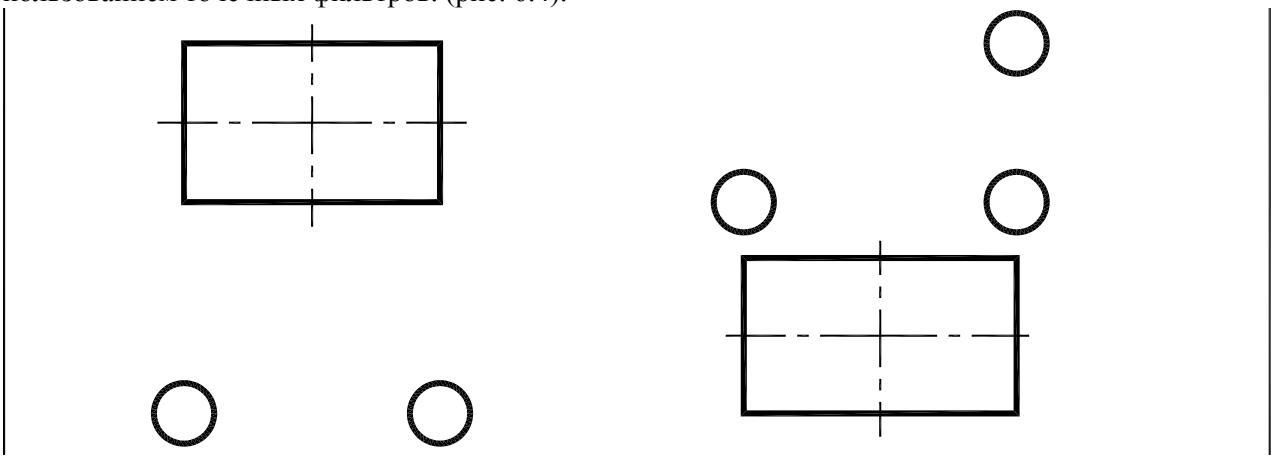

Рис. 6.4. Окружности, ориентированные по сторонам прямоугольников
6.2.4. Начертить окружности в пересечении сторон прямоугольников. Осевые линии начертить с использованием точечных фильтров. (рис. 6.4).